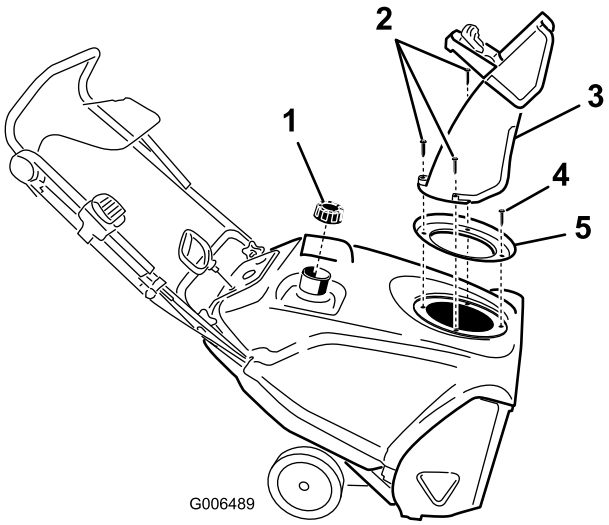

Figur 33
3. Ta bort utkastaren, utkastarhandtaget och utkastarens tätning genom att ta bort de tre stora skruvarna och den lilla skruven (Figur 33).